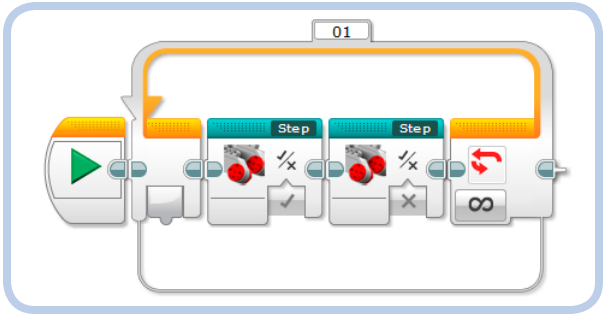

Figure 10-10: The finished program BP_EDIT_MB2*, with two My Blocks set with different parameters*
7. Select and drag the *Step* My Block while holding the CTRL key to copy it; then drop it beside the other block. Now set the first block input to **True** and the second to **False** to use the same My Block to shift the weight from side to side. Your program should look like Figure 10-10.